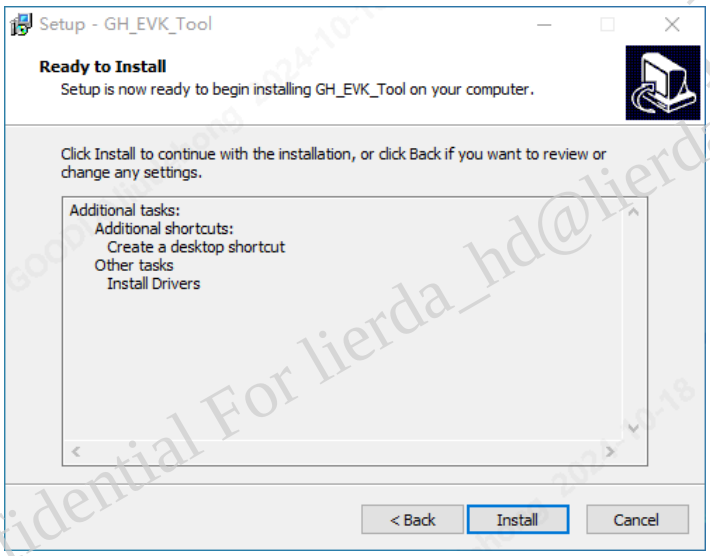

Figure 3-4 Start GH3036&GH3038EVK_setup.exe Installation
4. Click Install to start the installation process (see Figure 3-4).